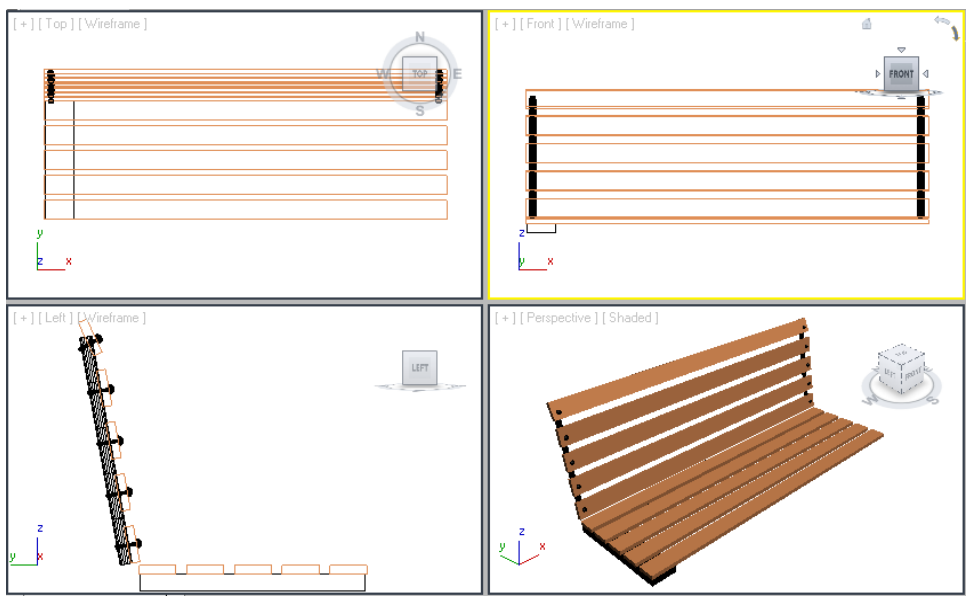

Figure 3-55 *Alignment of the leg support001 with the horizontal seat support*
5. Invoke the **Select and Move** tool and align the *leg support001* to the extreme left, below the *horizontal seat support* in all viewports, as shown in Figure 3-55.